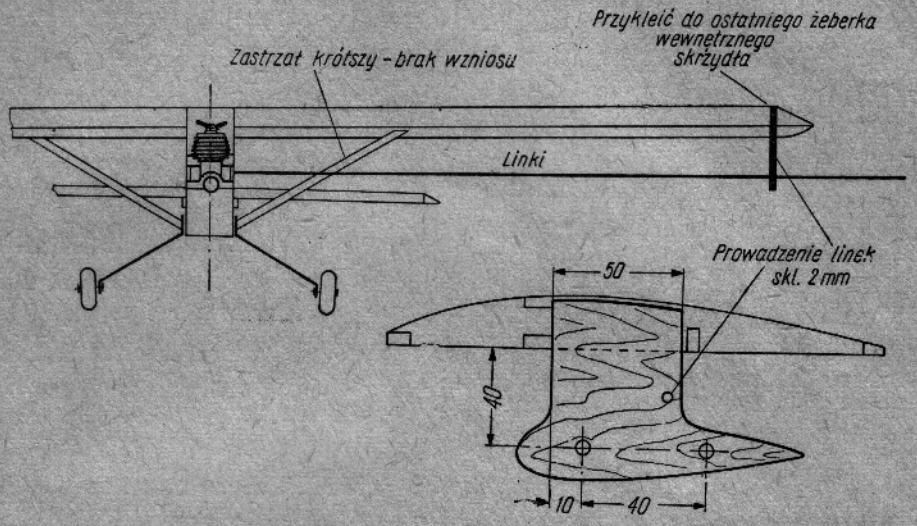

Rys. 81. Prowadzenie linek na końcu skrzydła
c) wklejenie na końcu lewego skrzydła płytki sklejkowej, której zadaniem będzie prowadzenie linek uwięzi (rys. 81);